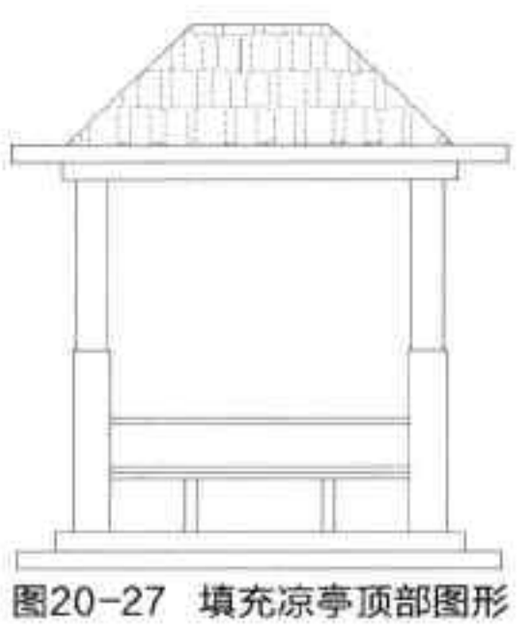

图20-27 填充凉亭顶部图形
Step 15 执行“填充”命令，选择“RSHK-E”图案，填充亭子顶部，如图 20-27 所示。